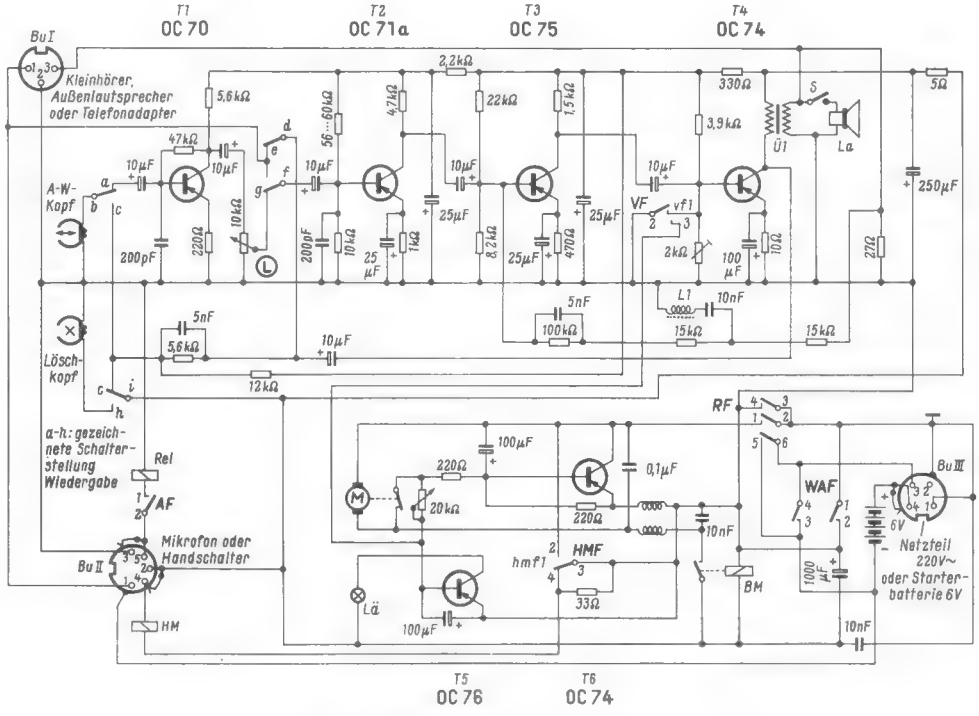

Bild 2. Gesamtschaltung der Conferette
1. Man bezieht von Telefunken den GA-Magneten für das Magnetophon 76 (Bestellnummer 7035952) und baut diesen nach der Anordnung *Bild 2* ein. Für diesen Fall genügen ein Gleichrichter B 30 C 250 (Flach-